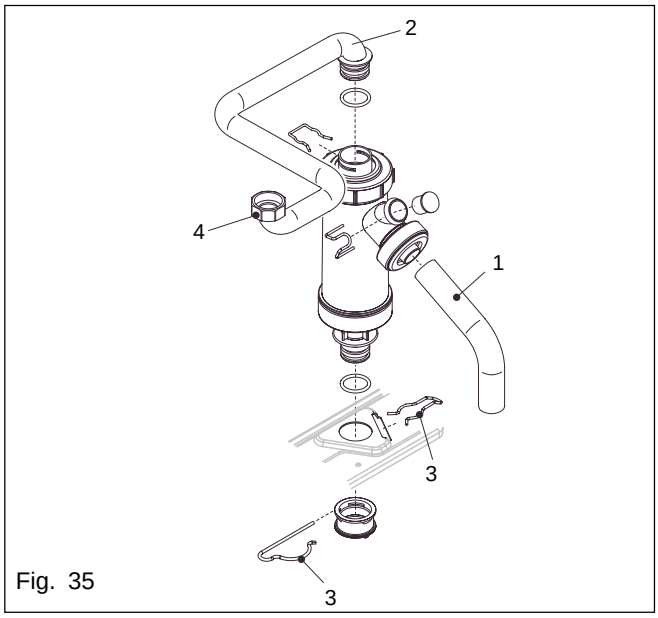

Fig. 35
**6.22 CONDENSE TRAP REMOVAL (see fig. 35)**